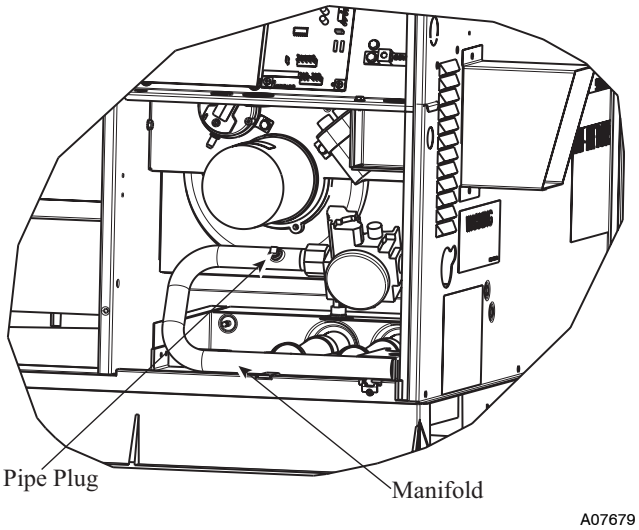

Fig. 12 - Burner Assembly
2. Remove pipe plug on manifold (See Fig. 12) and connect manometer. Turn on gas supply to unit.
6. Turn off gas supply to unit. Remove manometer from pressure tap and replace pipe plug on manifold (see Fig. 12). Turn on gas and check for leaks